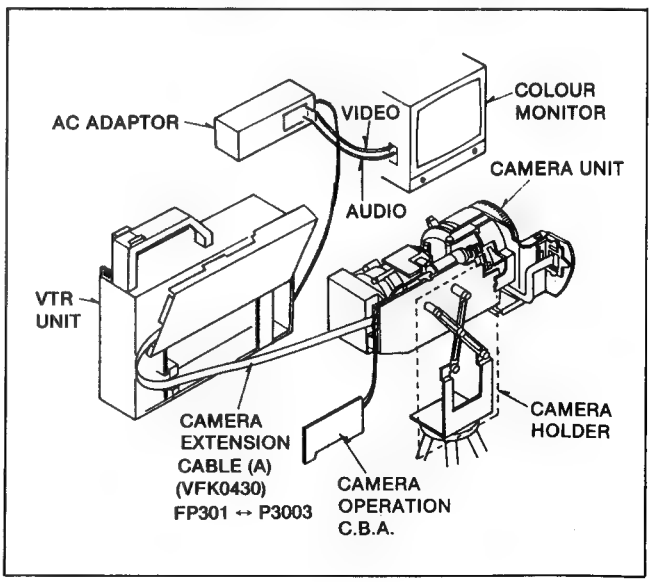

Fig. C3
3) Connect the Camera Unit, Video Recorder Unit, AC Adaptor, Camera Operation Unit and Colour Monitor TV as shown in Fig. C3.